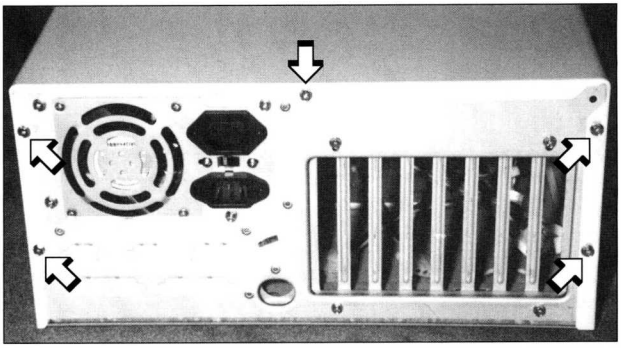

Abb. 3.45: *Position der Gehäuseschrauben beim Desktop*
4. Das Motherboard wird nur an einer einzigen Stelle am Gehäuse angeschraubt. Diese Stelle befindet sich am Gehäuseboden etwa in der Mitte der Schlitze für Erweiterungs-Slots. In das dort vorhandene Gewinde muß ein Abstandhalter aus Metall mit eigenem Gewindeloch geschraubt werden, der zum Lieferumfang von Gehäusen gehört (siehe auch Abbildung 3.45).
Für die Stromversorgung des Motherboards und aller damit verbundenen Steckkarten befindet sich ein 12poliger Stecker auf dem Board (siehe Abbildung 3.45). Der zugehörige Stecker vom Netzteil ist leider zweiteilig; mit etwas Gewalt können beide Steckerteile versehentlich vertauscht eingesteckt werden, was jedoch zu einer Zerstörung des Motherboards führt!